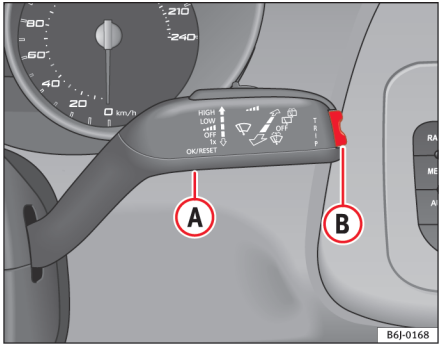

Fig. 31 Betjeningsarm til viskerne: knappen A og vippeknappen B
– Tryk et kort øjeblik på knappen ⇒ fig. 31 (A) på betjeningsarmen til viskerne, når tændingen er tilsluttet, for at skifte mellem de to hukommelser.